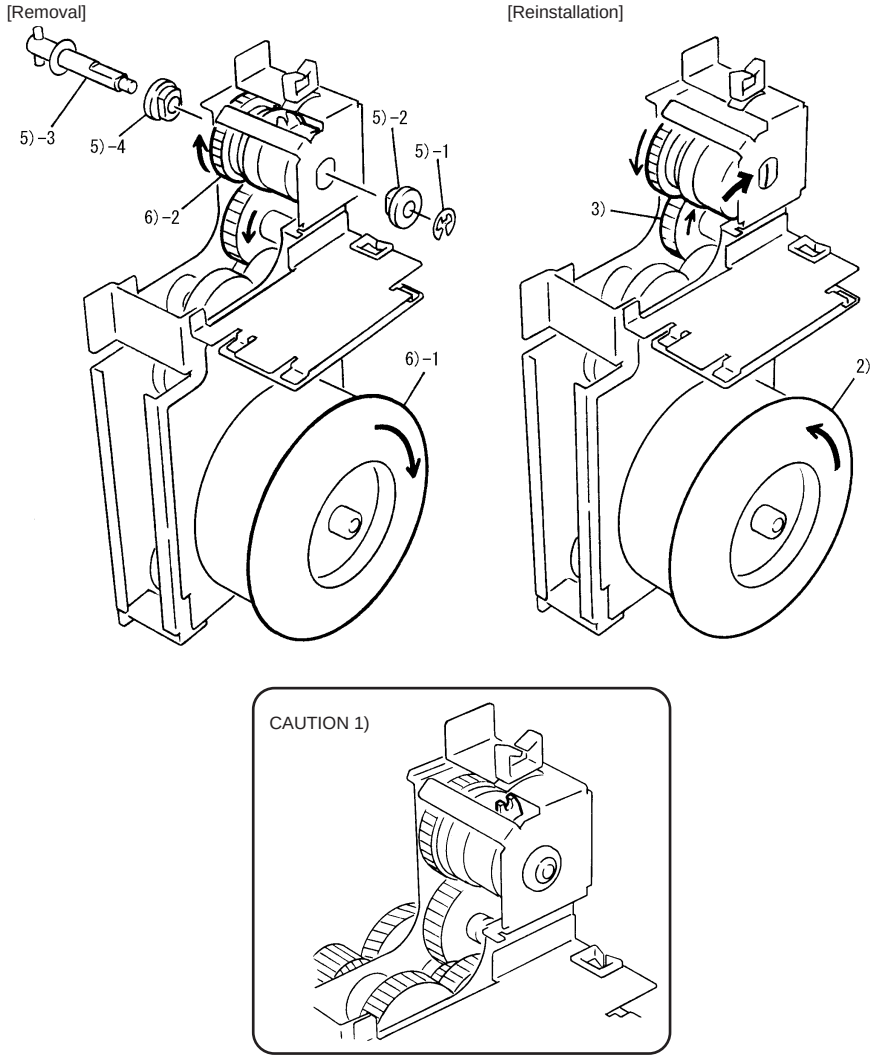

Figure 4-47. Removing the CLUTCH ASSY FEED
1. Install the Tab of the CLUTCH ASSY FEED in the position shown in Figure 4-47.